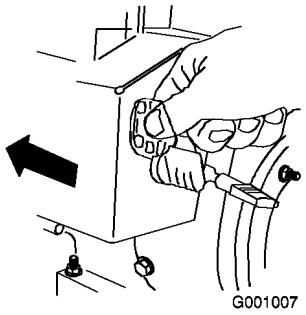

Bild 28
5. Stecken Sie den Zündschlüssel ein (Bild 28).